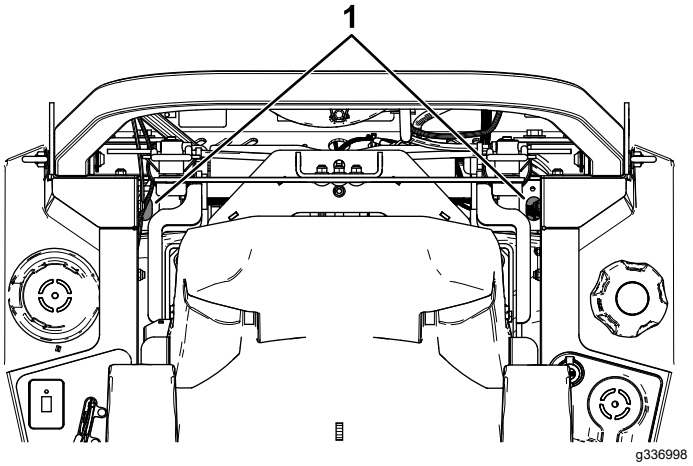

Bild 68
4. Verwenden Sie eine Verlängerung und einen 7/16-Zoll-Steckschlüssel, um die Entlüftungsschraube von der Oberseite der Maschine durch die Löcher in der Nähe der Überrollbügelhalterungen zu erreichen (Bild 68).